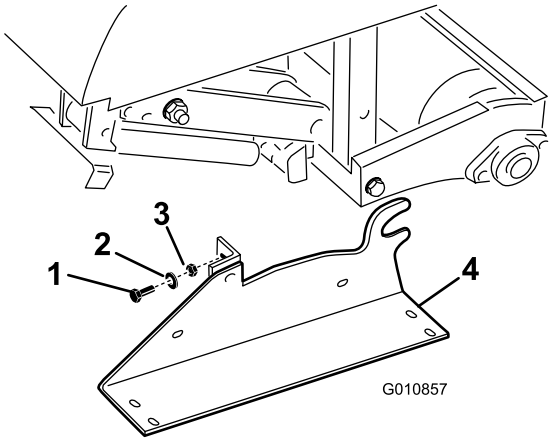

Figur 31
2. Fjern boltene, låseskivene og mutterne som støtter lagringspilarene på hver ende av luftemaskinen (Figur 31).